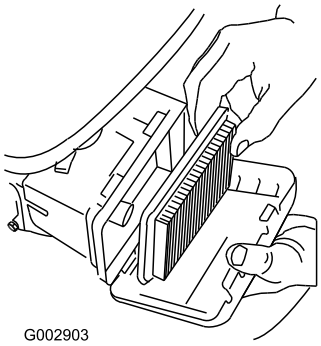

Bild 22
3. Entfernen Sie den Luftfilter (Bild 22).